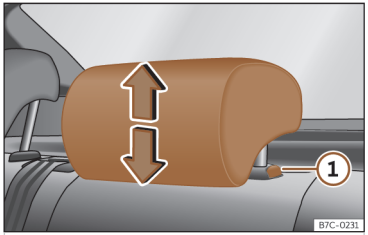

Abb. 96 Kopfstütze hinten: Kopfstützeneinstellung.
Gehen Sie zum Absenken auf gleiche Weise vor und drücken Sie die seitliche Taste ① ››› **(Abb. 96)**.